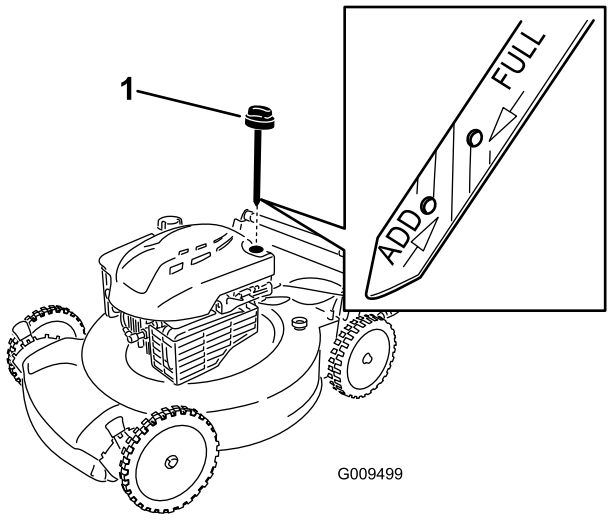

Bild 21
6. Nehmen Sie den Peilstab aus dem Öleinfüllstutzen (Bild 21).